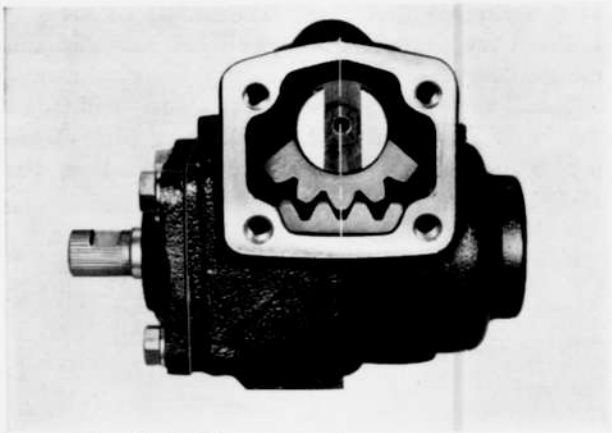

Fig. 11-7 Align center of rack and sector gear
4. Turn the worm shaft and place the rack in the center position of the worm. Insert the sector shaft and adjusting screw into the gear housing, being careful not damage the oil seal, and ensuring that the center of the sector gear is aligned with the center of the rack as shown in Fig. 11-7.